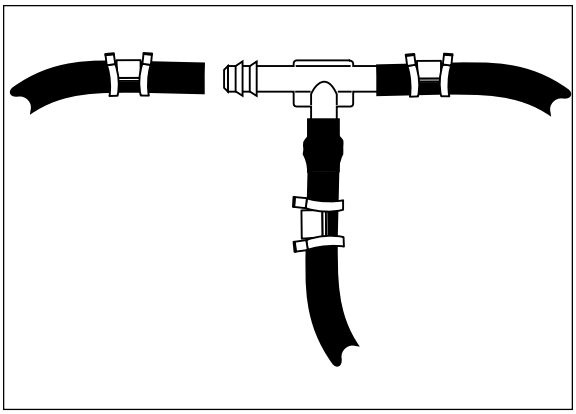

Figure 3
d. Push the air line over one side of the tee until all the barbs are covered. Repeat procedure for other leg of tee (Figure 3).
e. With pliers slide the air line clamp forward until it fully covers the barbed section. Repeat for other leg of tee (Figure 3).